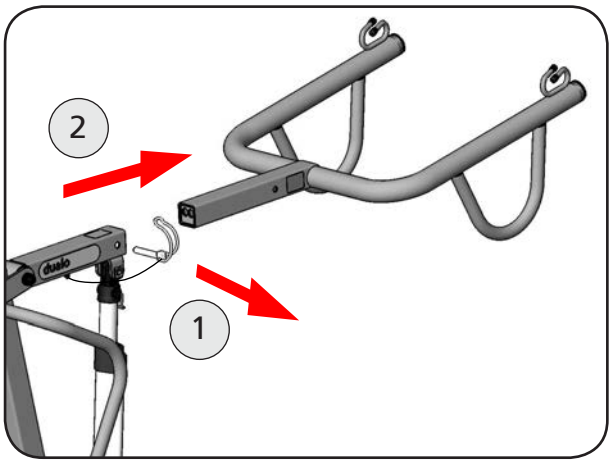

Abbildung 45
1. Entfernen Sie den Rohrklappstecker aus der Hebearmaufnahme (Abbildung 45).
2. Ziehen Sie den Hebearm aktiv aus der Hebearmaufnahme heraus und legen Sie ihn beiseite (Abbildung 45).